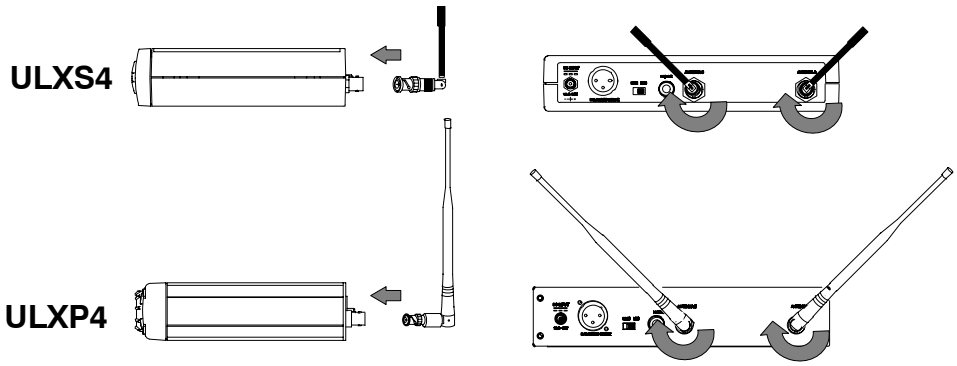

FIGURA 5
2. Collegate le due antenne ai collegamenti ANTENNA, come illustrato in Figura 5. ULXS4 è fornito con antenne da 1/4 d'onda; ULXP4 con antenne da 1/2 d'onda.